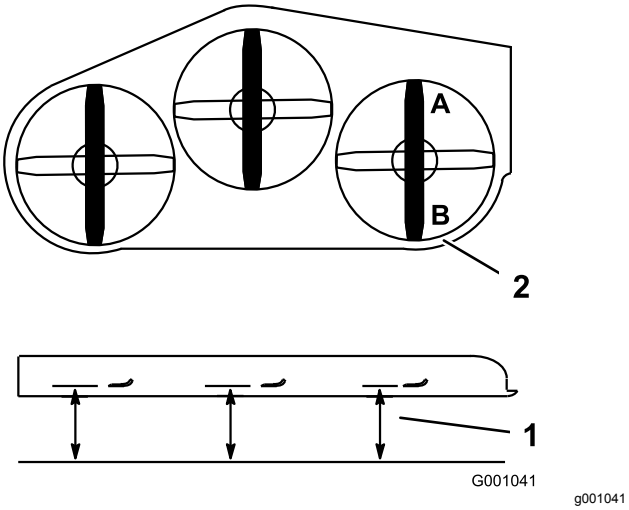

Figuur 106
1. Zet het **rechter** maaimes in de schuinstand (Figuur 106).
2. Meet het rechtermes bij punt **A**. Meet de afstand tussen een horizontaal oppervlak en de snijrand van het maaimes (Figuur 106).
4. Meet het rechtermes bij punt **B**. Meet de afstand tussen een horizontaal oppervlak en de snijrand van het maaimes (Figuur 106).
6. Het maaimes moet 6 tot 10 mm lager staan bij punt **A** dan bij punt**B** (Figuur 106). Indien dit niet het geval is, gaat u als volgt te werk.